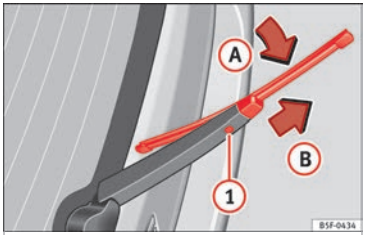

Fig. 81 Changing the rear wiper blade
- Turn the blade slightly ››› **Fig. 81** (arrow (A)).
- Hold down the release button (1) while gently pulling the blade in the direction of arrow (B).
- Insert a new blade of the **same length and type** in the rear wiper arm in the opposite direction to the arrow (B) and hook into place button (1).